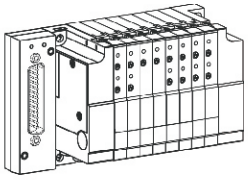

fig. 1
■ **MULTICABO: MULTIPOL** (Fig. 1)